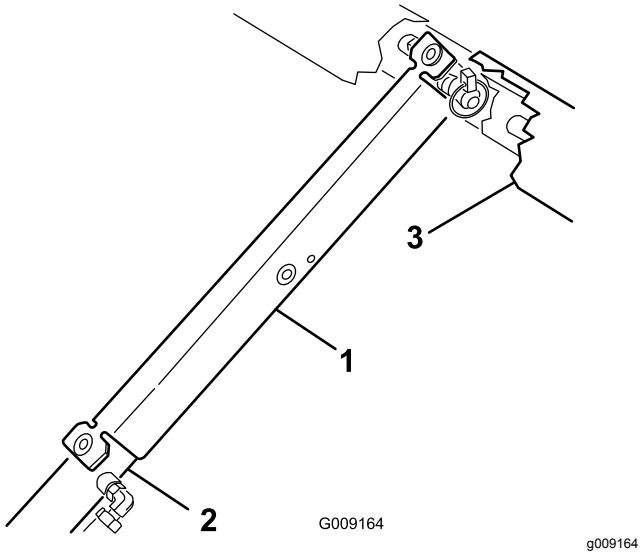

Figur 98
9. Skyv støttepilaren for lasteplanet på sylinderstangen. Påse at pilarendene hviler på enden av sylinderløpet og på stangenden på løftesylinderen (Figur 98).